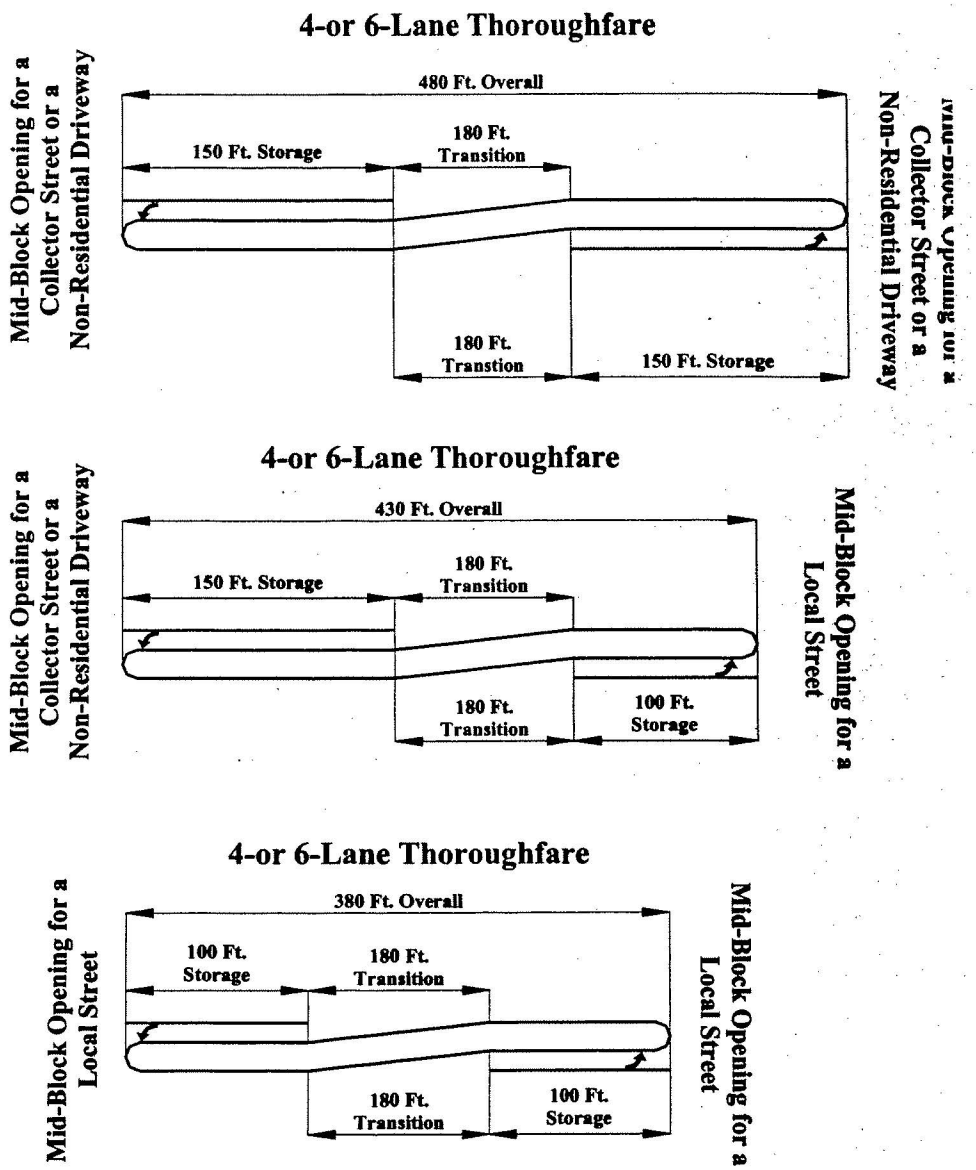

FIGURE 11.8: Minimum Distance Between Mid-Block Median Openings on a Divided Thoroughfare
1. The minimum distance between median openings on a divided thoroughfare where left-turn storage is provided in both directions for collector or local intersecting roadways and driveways is shown in Figure 11.8. The distances shown are measured nose to nose.